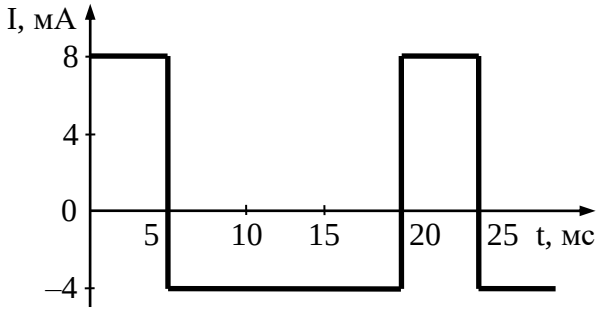

Рис. 1.
10. Определите показание выпрямительного миллиамперметра, имеющего двухполупериодную схему выпрямления и ток, изменяющийся по кривой, изображенной на рис. 1. Погрешностями прибора пренебречь.